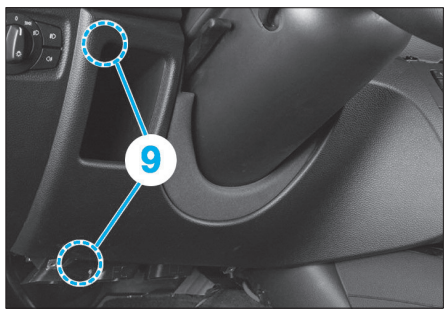

Fig. 44
• Déposer les vis (9) **(Fig.44)**.